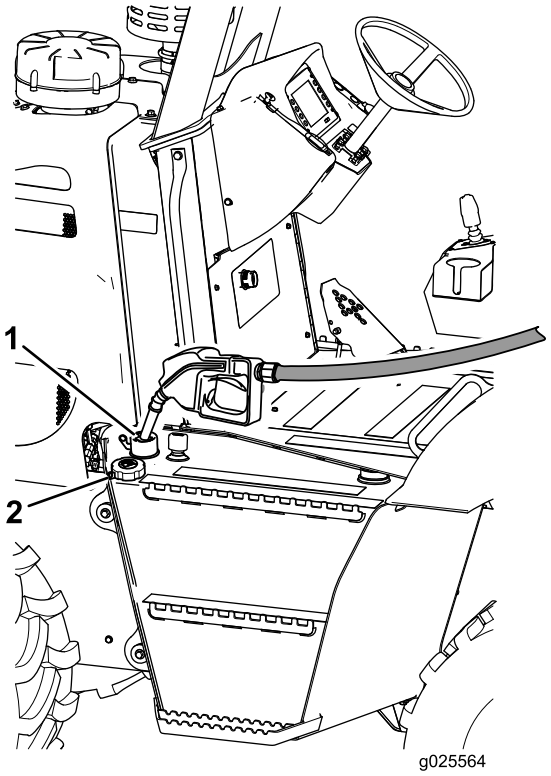

Figura 20
1. Pulite l'area intorno al tappo del serbatoio (Figura 20) e togliete il tappo.